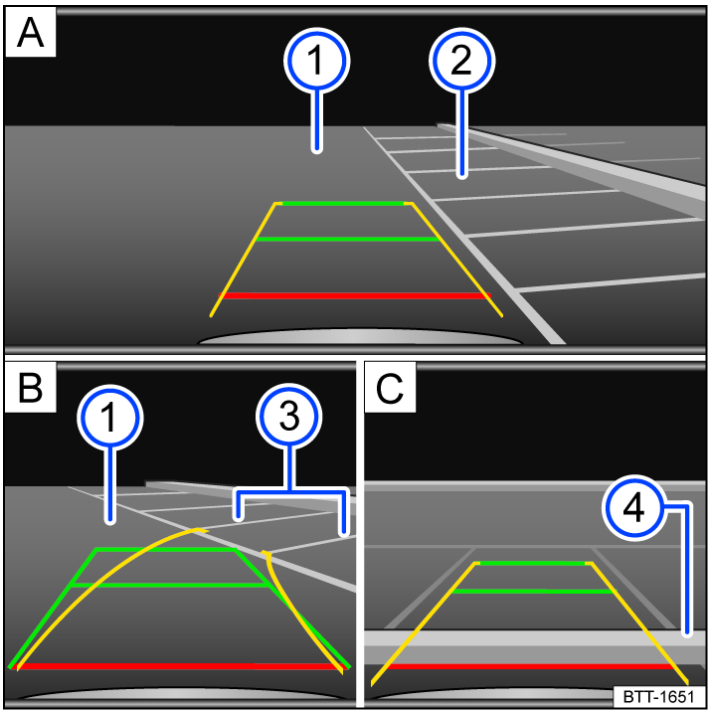

Fig. 1 Infotainment system: Parking perpendicular to the road.
3. Position your vehicle in front of the parking space → *fig. 1* A (2).
4. Steer so that the yellow lines lead into the parking space. The green and yellow lines must align with the side boundary lines → *fig. 1* B (3).
5. Stop when the red line reaches the rear boundary → *fig. 1* C (4).